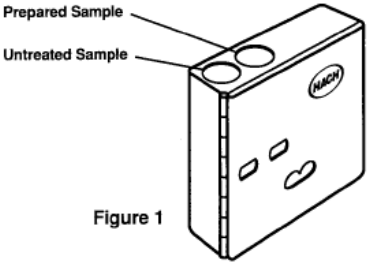

Figure 1
1. Fill a color viewing tube to the lower edge of frosted area (5 mL) with clear water and place it in the left top opening of the comparator (untreated sample, Figure 1).
3. Open one DPD Total Chlorine Reagent Powder Pillow. Add the contents of the pillow to the test sample. Let stand for three minutes, but not more than six minutes, to let the color develop. Place the sample in the right top opening of the comparator (prepared sample, Figure 1).
4. Insert the prepared sample tube from Step 3 into the right top opening of the color comparator (prepared sample, Figure 1).
5. Insert the tube of untreated water sample into the left top opening of the color comparator (untreated sample, Figure 1).